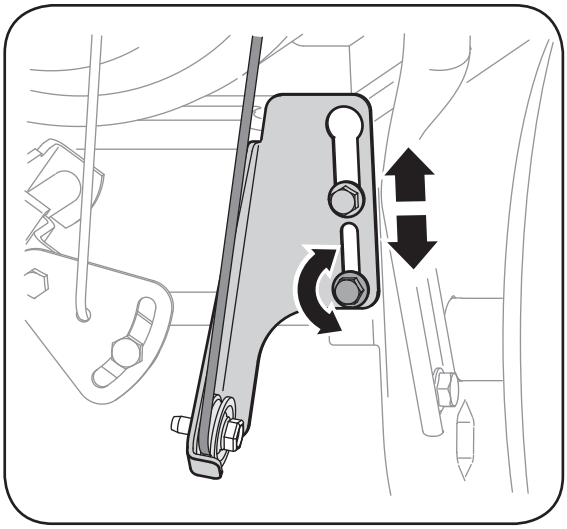

Figure 5-3
4. Si un réglage est nécessaire, desserrez l'écrou à six pans inférieur sur le support indexé du câble de transmission et relevez (ou abaissez) le support selon le besoin. Voir la Figure 5-3. Serrez l'écrou à sic pans inférieur pour maintenir le support à la position correcte.
5. Desserrez le contre-écrou à six pans inférieur sur le support du câble de la transmission. Voir la Figure 5-3.